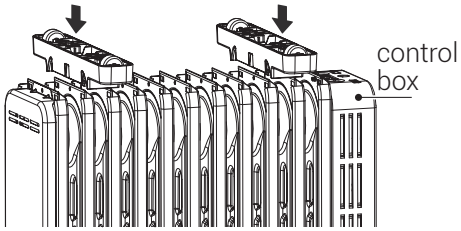

Figure 1
2. As shown in Figure 1, Align the installation slot of one foot assembly between the second and third fins, and then press down to clip it in; Align the installation slot of the other foot assembly between the Second to last and third to last fins, and then press down to clip it in.